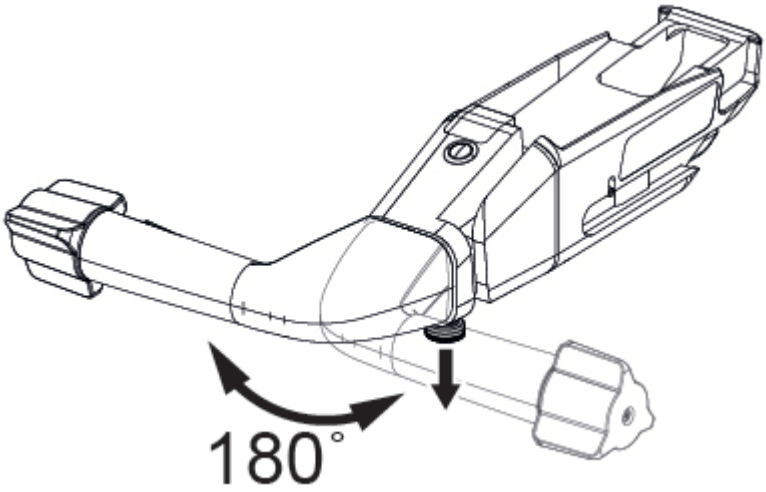

Figure 7-15. Modifier l'orientation de la poignée de transfert motorisée
2. Pour faire pivoter la poignée de transfert motorisé, tirer sur le loquet de position et faire pivoter la poignée de transfert motorisé jusqu'à la position souhaitée. Voir *Figure 7-15*.